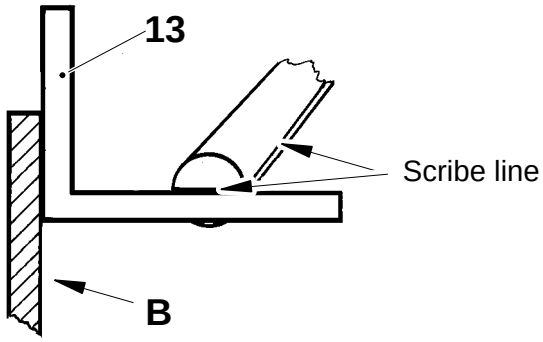

Fig. 1
Disengage the brake of the pulltab device drive motor with the lever (10). Turn the input shaft of the gear with the wheel (11) until the dial indicator shows that the indexing movement starts. Turn the shaft (3) so that it is at right angles to plane B, see fig. 1, and so that the lengthwise scribe line is positioned as illustrated.